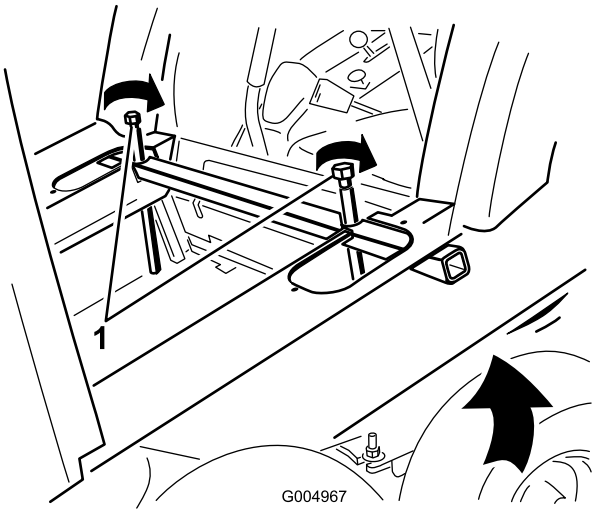

**Rysunek 82**
34. Unieś tylną część kabiny na tyle wysoko, aby znalazła się ona powyżej oparcia fotela – w tym celu powoli i równomiernie wkręcaj na przemian śruby do podnoszenia (Rysunek 82) po obu stronach kabiny.